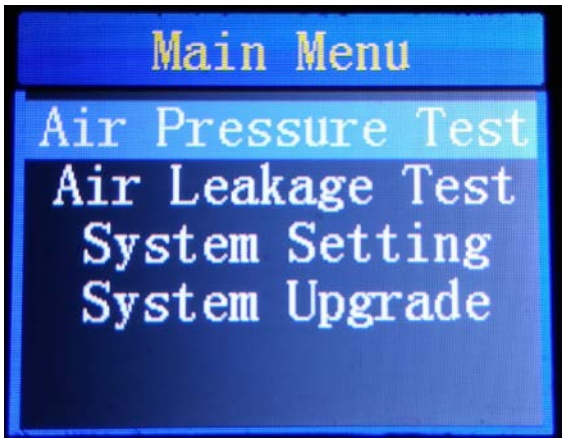

Figure 1
1. Enter the **Main Menu** and use the **UP/DOWN** button to select **Air Pressure Test** (Figure 1), press the **ENTER** button to confirm, press the **MENU** button to exit.